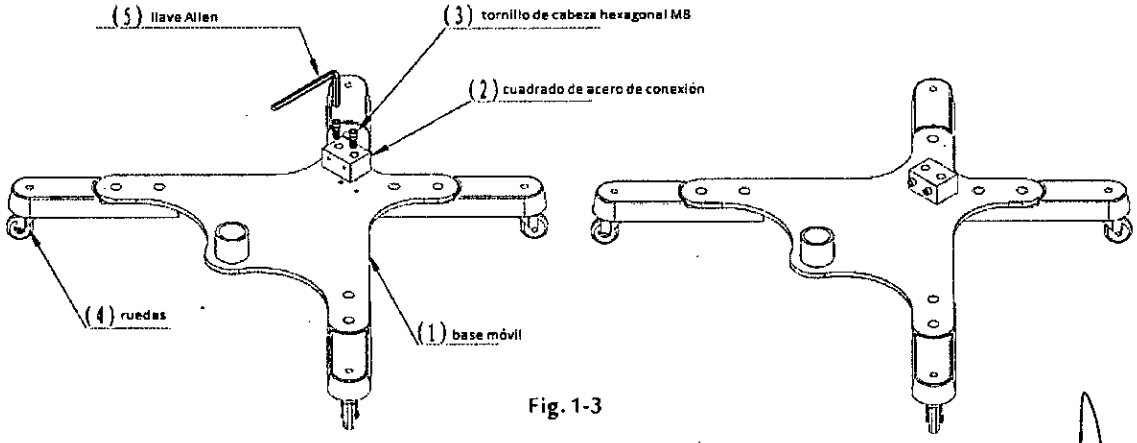

Fig. 1-3
**III. Instalación de la base móvil (Fig. 1.3)**
1. Utilice 2 llaves Allen M8 (3) para fijar en cuadrado de acero de conexión (2) en la base móvil (1).
2. Instale las ruedas (4) a los 4 ángulos de la base móvil y fije con tornillos.